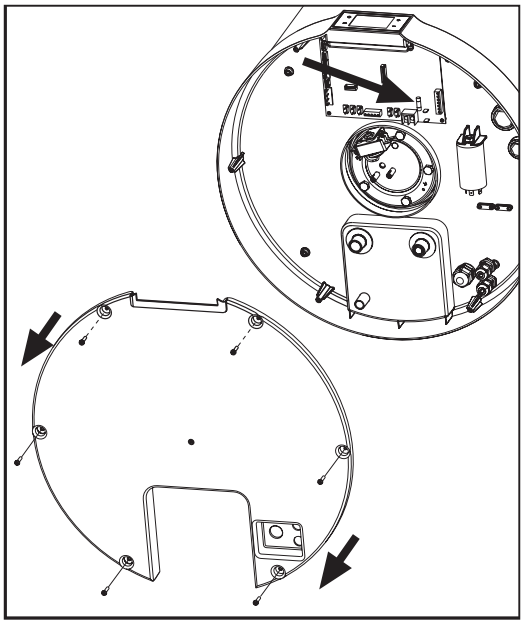

fig. 65
- Retirez le capot inférieur en dévissant d'abord les vis de verrouillage spécifiques (fig. 65).